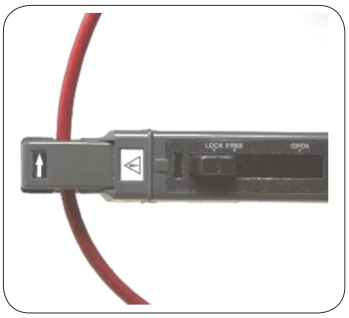

**FIGURE 2.47** (Step 28) Current probe clipped onto wire. The direction of the arrow shows the direction of positive current. ⏎
28. **Learning to use the current probe.** Find the current probe in the flat, padded box labeled "CP030." (Not to be confused with C-3PO of Star Wars.) Carefully remove the probe. **Be careful since it is very expensive ($3000).** Now, very carefully align and then insert the current probe into CH4. (You can choose any channel, but CH4 keeps it out of the way of the other inputs. For the sake of consistency, we will use CH4 for current measurements in future labs, but in no way is that necessary.) *Never force anything mechanical that does not operate smoothly.* It is connected simply by pressing it into the jack. Now, pull back on the button near the jaws to open them, and wrap them around the positive lead from the generator. Push the button forward to lock the jaws in place, as shown in Fig. 2.47. Turn off the unwanted traces by pressing the colored buttons along the righthand side (or by unchecking them on the screen), and turn on CH4. It will automatically detect the current probe and display current, and you can now select its sensitivity, in A/div, and time base as you did with the voltage probes. Use whatever method you want to measure the current. Now it is very relevant to calculate the PD between this measurement and the one you did in Step 27. Do you trust the current probe for accurate, low-current measurements? Do you trust your resistor-voltage current calculation more?